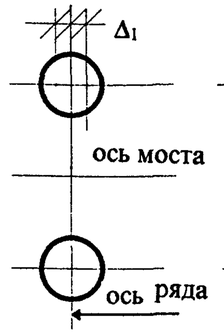

рис.1
1.1 в один ряд по фасаду моста (рис.1)